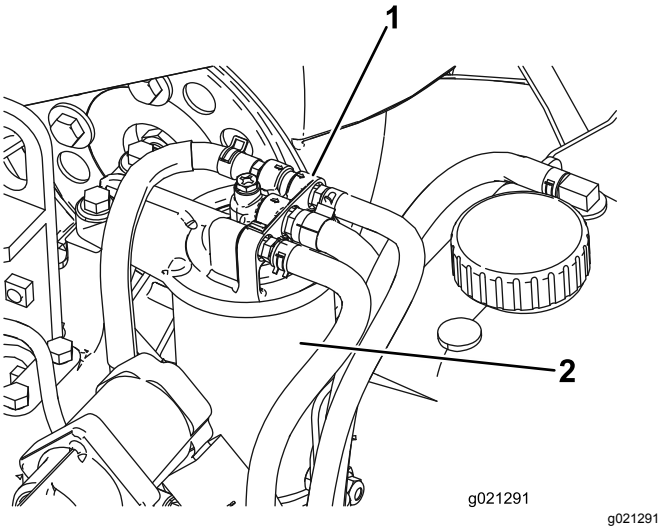

**Figur 59**
1. Gör rent området kring bränslefilterhuvudet (Figur 59).
2. Demontera filtret och rengör filterhuvudets monteringsyta (Figur 59).